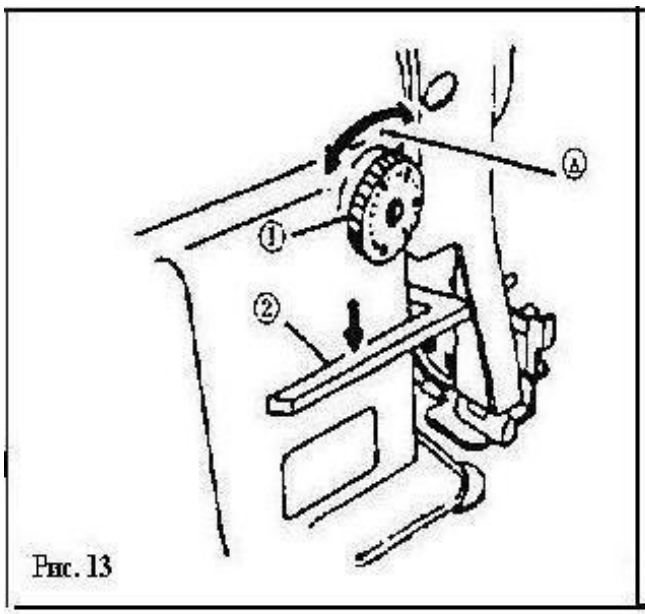

Рис. 13
7. РЕГУЛИРОВКА ДЛИНЫ СТЕЖКА (Рис. 13).